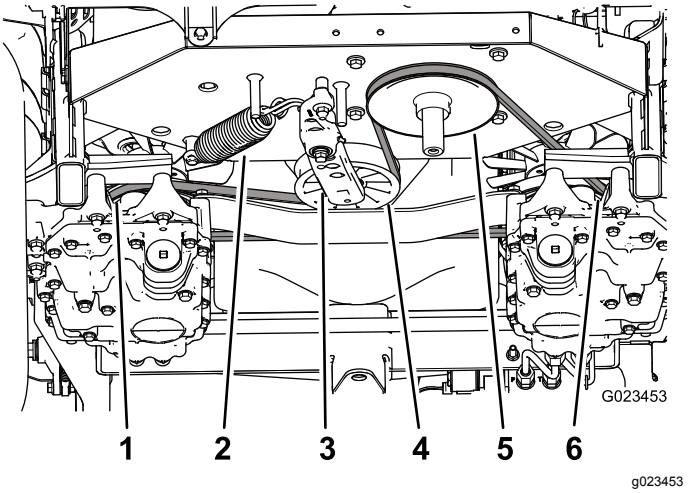

Figur 56
3. Använd en spärrhake i det fyrkantiga hålet i spännarmen som motvikt mot spännfjädern (Figur 56) och lossa remmen från remspännarskivan.
4. Haka loss spännfjädern från spännarmen och ramen (Figur 56).
9. Montera fjädern på spännarmen och ramen (Figur 56).